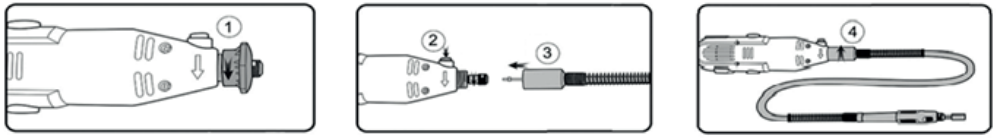

РИС.4
6.4 Установка гибкого вала (см. рис.4)